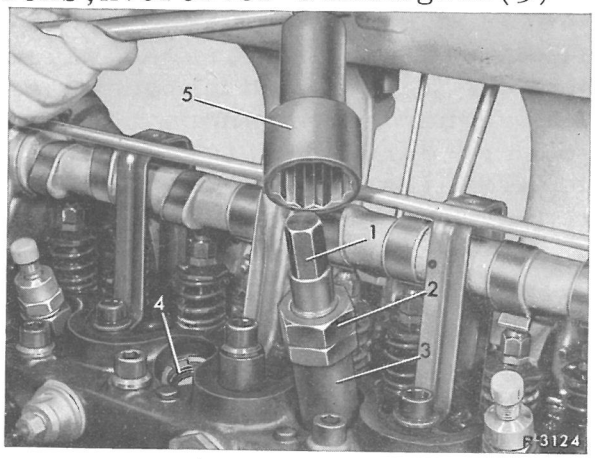

Fig.01-25/1
4 Forkammeret kan derefter trækkes ud med aftrækkeren 401 589 12 33 00.Også her skal spindlen (1) skrues så langt ud som muligt, i dette tilfælde i forkammeret. Derpå drejes klokken (3)sådan,at dens udsnit ligger nøjagtigt over noten i topstykket,og dermed over sikringstoppen (4) i forkammeret.Ved at spænde sekskantmøtrikken(2) trækkes forkammeret nu ud (fig.01-25/2).